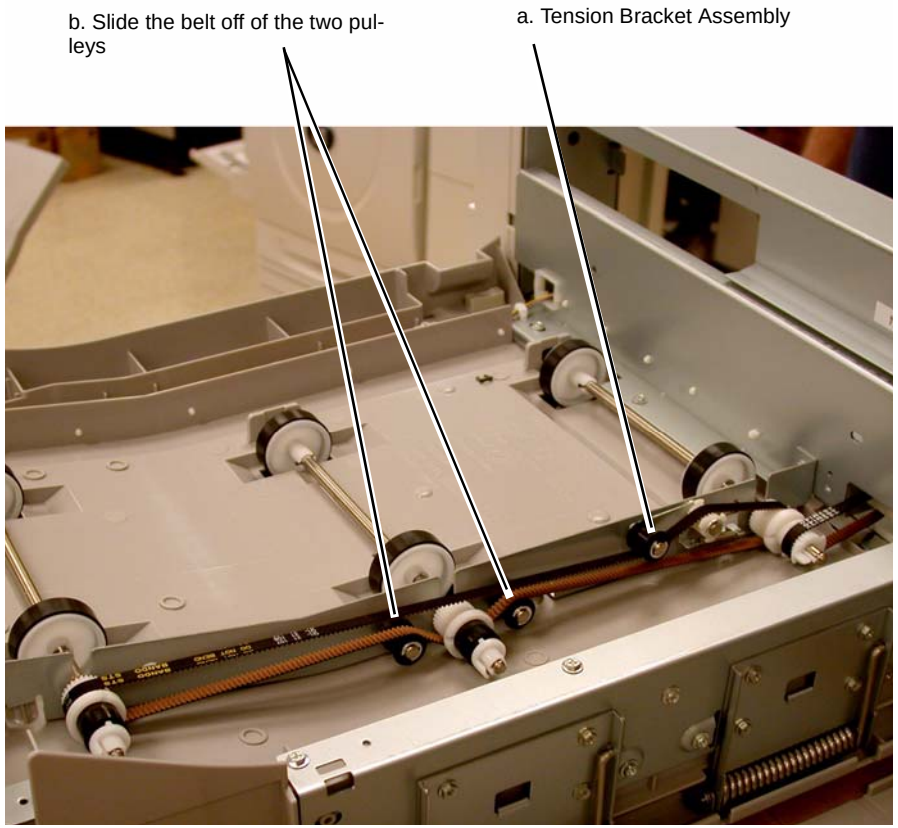

Figure 1 Releasing tension from the Drive belt
5. Release the tension from the belt (Figure 1):